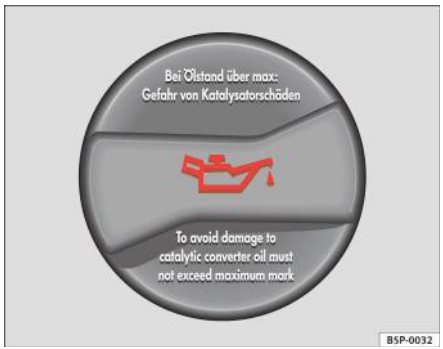

Fig. 145 În compartimentul motorului: Buşonul orificiului de umplere cu ulei
– Desfaceți buşonul orificiului de umplere cu ulei ⇒ fig. 145.
– Imediat ce nivelul uleiului ajunge în zona (B), închideți buşonul cu grijă.